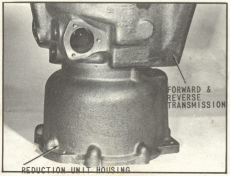

Fig. 14 Reduction Housing Used as Stand
14. Place reduction housing on front face and place forward and reverse transmission assembly, rear face, on rear face of reduction housing, (Fig. 14).